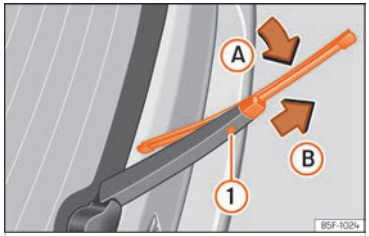

Fig. 194 Canvi de l'escombreta del vidre posterior.
- Roteu l'escombreta lleugerament ››› fig. 194 (fletxa Ⓐ).
- Mantingueu pressionada la tecla de desbloqueig ① mentre tibeu l'escombreta en el sentit de la fletxa Ⓑ.
- Inseriu al braç eixugavidres posterior una escombreta nova **de la mateixa longitud i tipus**, en sentit contrari a la fletxa Ⓑ fins que encasti la tecla ①.